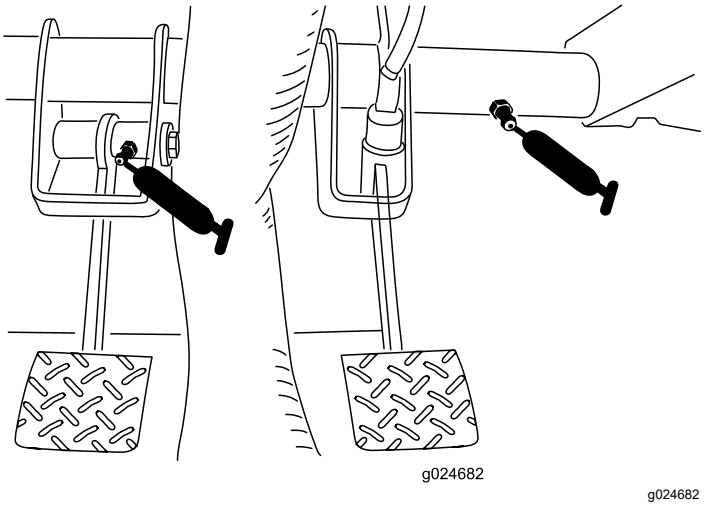

**Figuur 41**
- Koppeling (1) en rem (1) (Figuur 41)